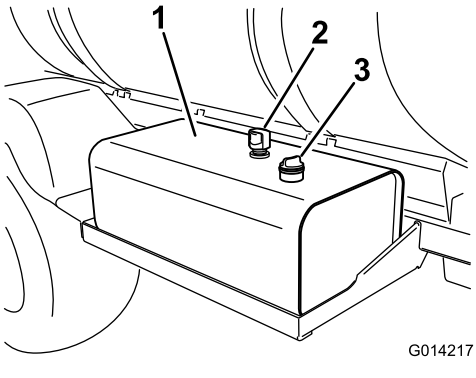

Bild 102
2. Reinigen Sie den Bereich um den Peilstab des Hydraulikölbehälters und nehmen ihn ab (Bild 102).